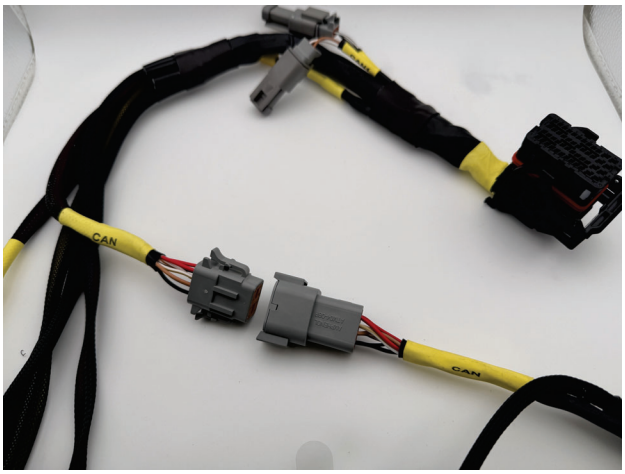

Fig. 35a: Main harness CAN branch and CAN harness
6. Connect the 8-socket connector on the branch labeled ‘CAN’ of the main harness (218-02-076) to the 8-pin connector on the CAN harness (218-02-077) (Fig. 35a). Then position it so the “CAN 2” loom goes toward the passenger side in the dash and “IGN” loom goes toward the driver side in the dash (Fig. 35b). Connect the “IMU” loom to the IMU.